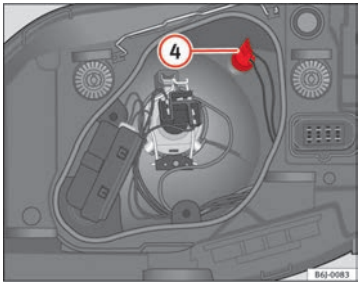

Fig. 150 Side lights
– Remove the bulb holder (4) ⇒ Fig. 150 outwards.